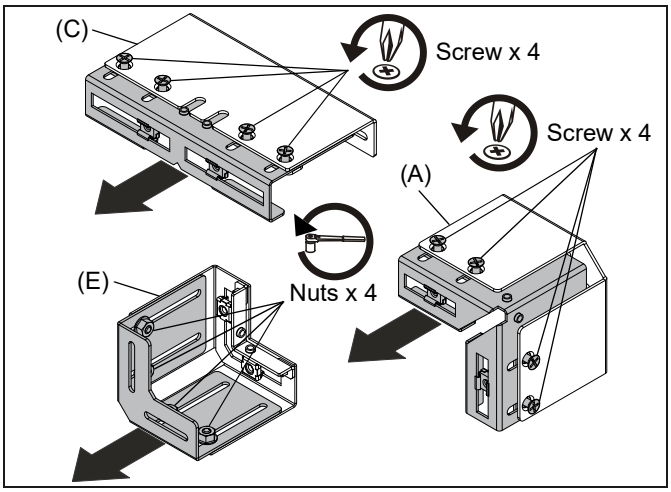

**Figure 2**
2. Loosen the four screws or hex nuts in each outside corner assembly (A), inside corner assembly (E), and seam assembly (C), then slide the inside of the assemblies outward. Leave screws/nuts loose for now. (See Figure 2)